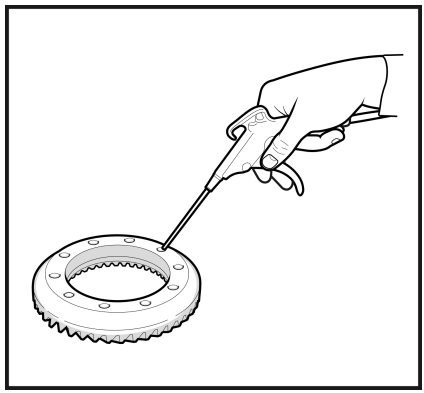

Рис. 10
2.4 Продуйте сжатым воздухом посадочную поверхность, а также резьбовые отверстия ведомой шестерни. (**Рис. 10**)